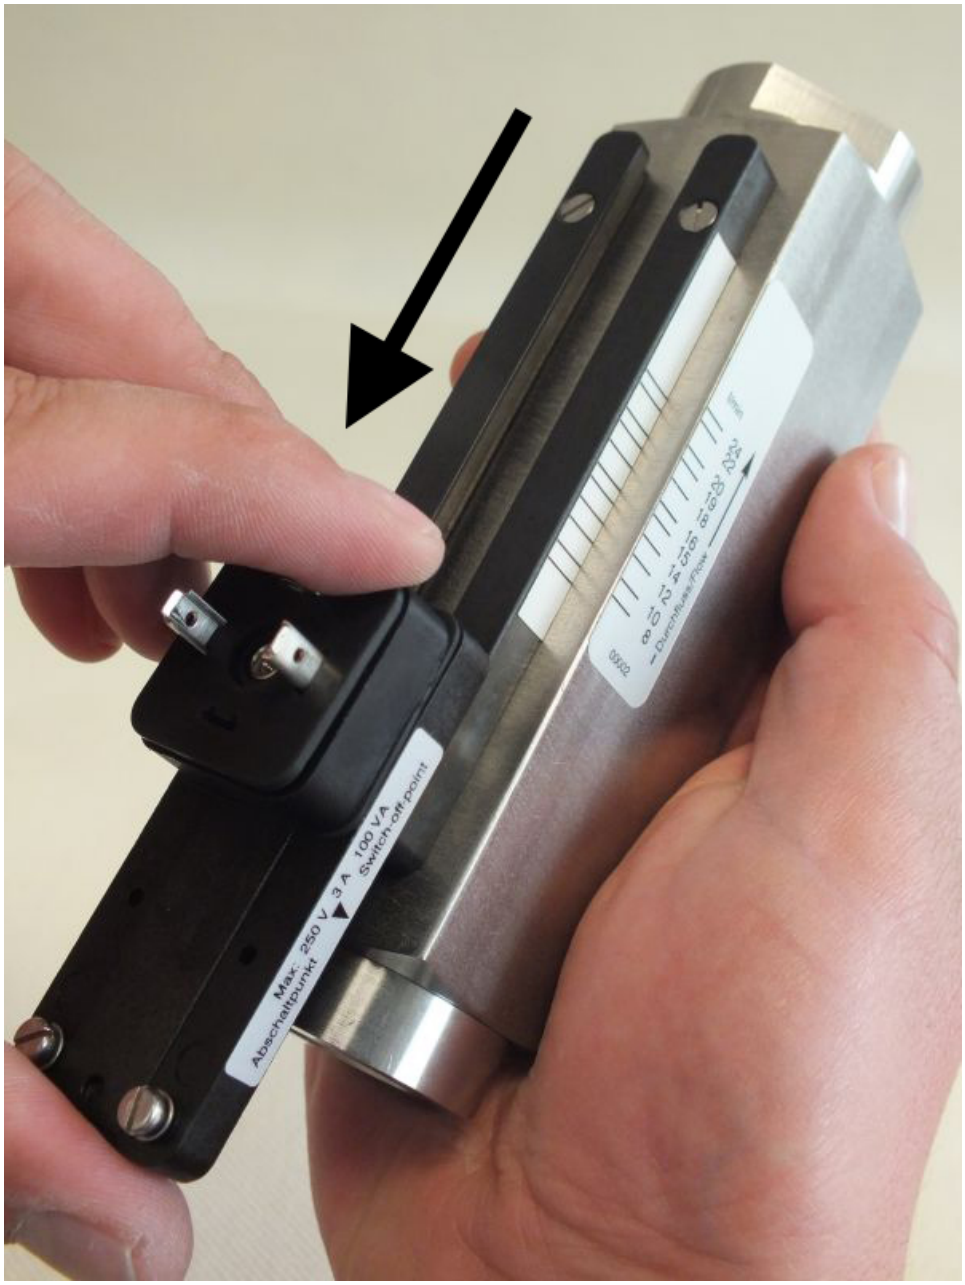

Fig. 69: Remove switch contact from guide rails
4. Remove the switch contact from the guide rails by sliding the switch contact in the direction of the arrow (*Fig. 69*).